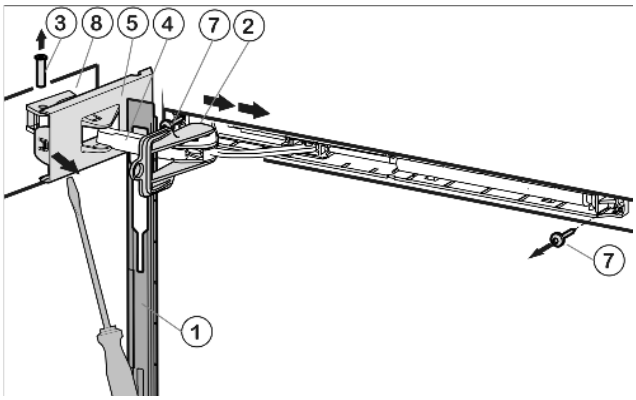

Fig. 5
▶ Blende über den Dämpferbügel *Fig. 5 (4)* in Richtung Gerät schieben.
▶ Sicherung *Fig. 5 (2)* in Langloch einrasten.
▶ Scharnierseitige Abdeckung *Fig. 5 (5)* mit Hilfe eines Schraubendrehers bis zur ersten Verrastung lösen.
▶ Bolzen *Fig. 5 (3)* von unten rausdrücken.
▶ Dämpferbügel *Fig. 5 (4)* Richtung Tür drücken.
▶ Scharnierseitige Abdeckung *Fig. 5 (5)* komplett lösen und abnehmen.
▶ Blende *Fig. 5 (1)* abnehmen.
▶ Schließdämpfereinheit abschrauben (2 mal Torx 15) *Fig. 5 (7)*.